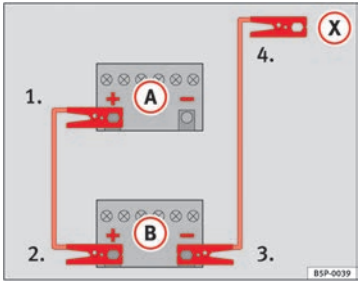

Fig. 214 Diagram of connections for vehicles without Start Stop system
2. Connect one end of the *red* jump lead to the positive (+) terminal of the vehicle with the flat battery (A) ⇒ Fig. 214.
3. Connect the other end of the *red* jump lead to the positive terminal (+) in the vehicle providing assistance (B).
4. **For vehicles without Start-Stop system:** Connect one end of the *black* jump lead to the negative terminal (–) of the vehicle providing assistance (B) ⇒ Fig. 214.